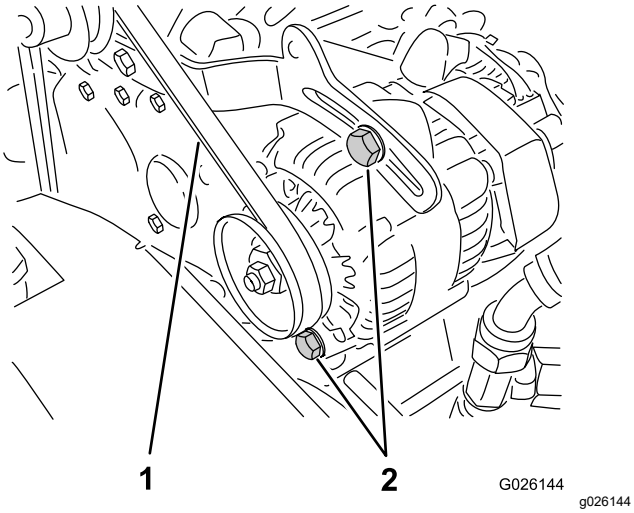

Figur 67
2. Kontroller spændingen ved at trykke ned på remmen midt mellem remskiverne på krumtapakslen og generatoren med en belastning på 10 kg (Figur 67).
A. Løsn generatorens to monteringsbolte (Figur 67).
B. Drej generatoren med en løftestang, indtil den korrekte remstramning opnås, og spænd derefter monteringsboltene (Figur 67).